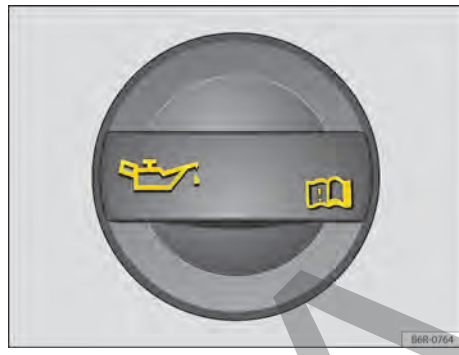

Fig. 183 En el compartimento del motor: tapón de la boca de llenado del aceite del motor.
4. Identifique la boca de llenado del aceite del motor y la varilla de medición del aceite. La boca de llenado del aceite del motor está identificada con el símbolo sobre la tapa → fig. 183 y por la varilla de medición del aceite con la empuñadura de color. Si no está claro donde se encuentran la tapa y la varilla de medición de aceite, entrar en contacto con un Concesionario Volkswagen o una empresa especializada.
9. Desenroscar la tapa de la boca de llenado de aceite del motor → fig. 183.